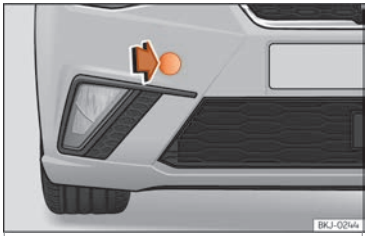

Fig. 45 Right side of the front bumper: remove the cover.
The housing of the removable towline anchorage is on the right side of the front bumper underneath a cover ››› Fig. 45.
- Remove the cover by pressing down on its left-hand side and leave it hanging from the vehicle ››› Fig. 45.